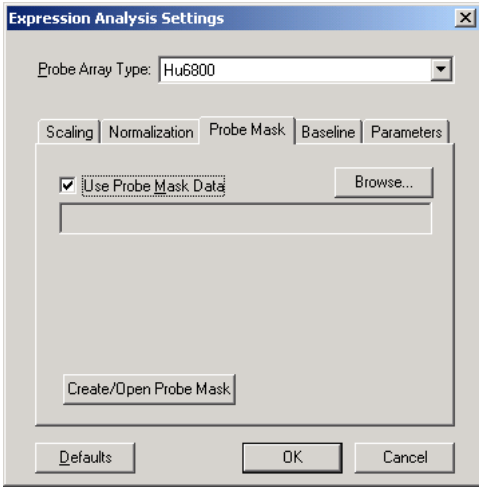

Figure E.37
1. In the Probe Mask tab, click **Create/Open Probe Mask** **(Figure E.37)**.